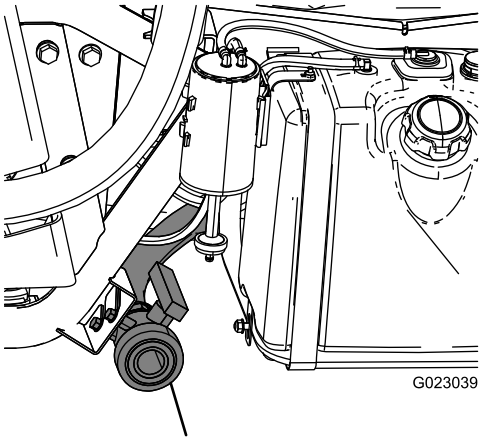

**Figur 15**
2. Find tankens aftapningsventil i maskinens venstre side (Figur 15).
4. Åbn ventilen for at dræne eventuelt ubrugt materiale fra tanken, og bortskaf det i henhold til den lokale lovgivning og materialeproducentens vejledning (Figur 15).
5. Når tanken er helt drænet, skal dræningsventilen lukkes, og ventilen skal monteres på beslaget (Figur 15).